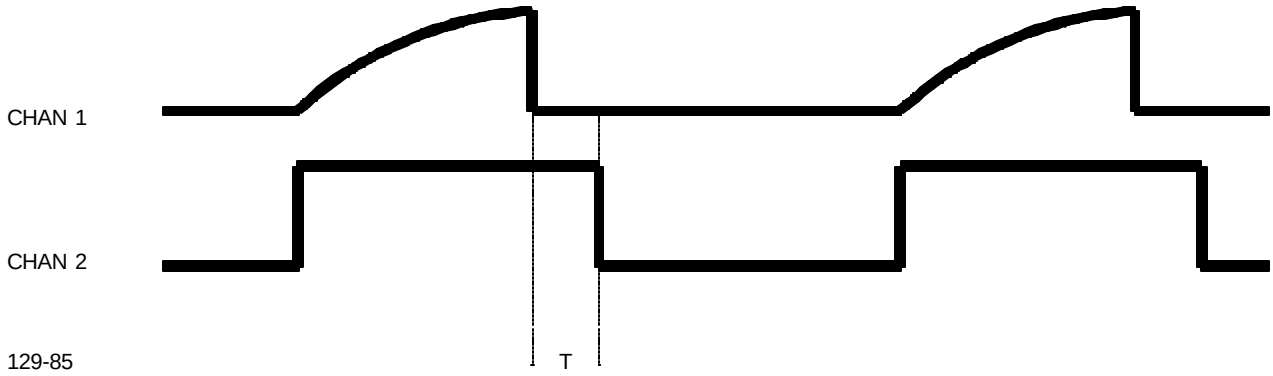

Figure D-15. Signal Shape on Scope
r. Measure delay time T = 77±17 msec as shown in Figure D-15.